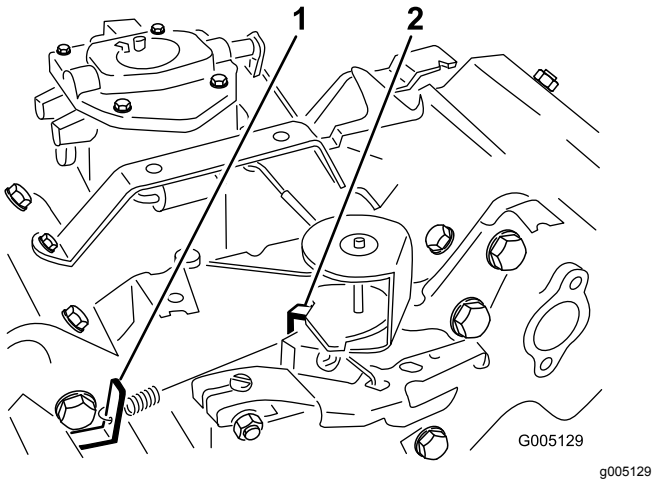

**Figur 48**
3. Böj förankringsbrickan till varvtalshållarfjädern (Figur 48) tills tomgångshastigheten är 1 650 ± 100 varv/minut. Kontrollera hastigheten med en varvräknare.
5. Flytta gasreglaget till det snabba läget. Böj förankringsbrickan till fjädern för hög hastighet (Figur 48) tills en hög hastighet på 2 850 ± 50 varv/minut uppnås.